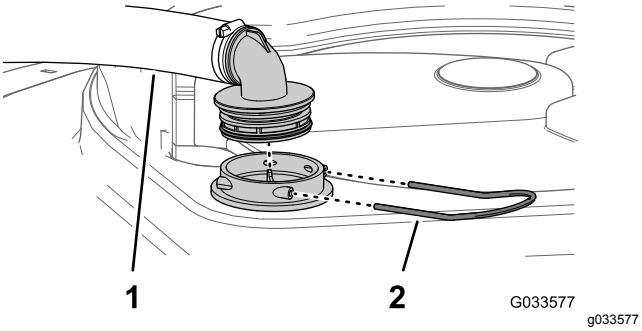

Figur 99
2. Ta bort hållaren som fäster slangnippeln på den stora slangen och filterkåpan på tankens ovansida (Figur 99).
3. Ta bort slangen och slangnippeln från filterkåpan (Figur 99).